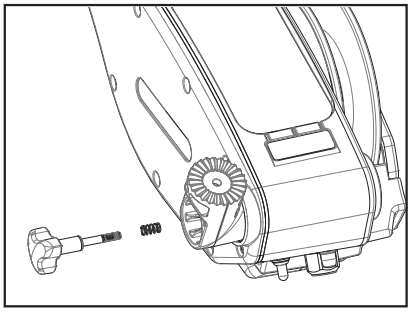

Figure 15
1. Fixez le coude du porte-canne sur le treuil de pêche, du côté gauche, à l'aide du ressort et du bouton inclus. (Figure 15)